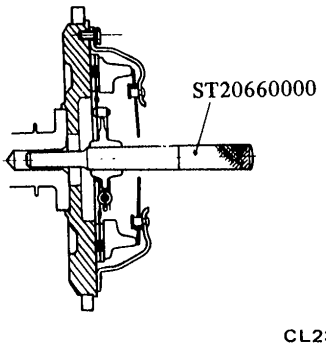

Fig. CL-7 Installing clutch cover assembly
2. Install clutch disc and clutch cover assembly. Support clutch disc and cover assemblies with Clutch Aligning Bar ST20660000. See Figure CL-7.